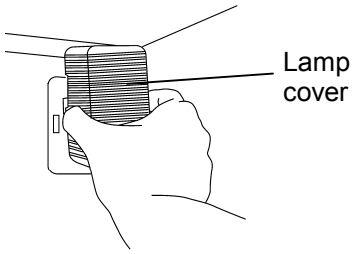

Fig. 2
3. Hold the both sides of the lamp cover by hand and lift and pull toward you with the both sides pushed inward a little to remove the lamp cover. [Fig. 2]